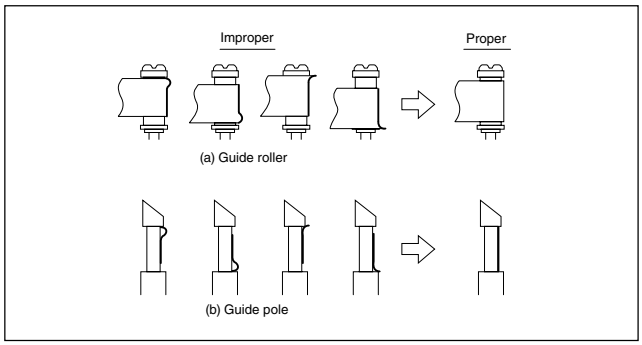

Fig. 2-3-1d
(6) Make sure that the V.PB FM waveform varies in parallel and linearly with the tracking operation again. When required, perform fine-adjustment of the guide roller of the pole base assembly (supply or take-up side).
(7) Unload the cassette tape once, play back the alignment tape (A1) again and confirm the V.PB FM waveform.
(8) After adjustment, confirm that the tape wrinkling does not occur at the roller upper or lower limits. (See Fig. 2-3-1d.)